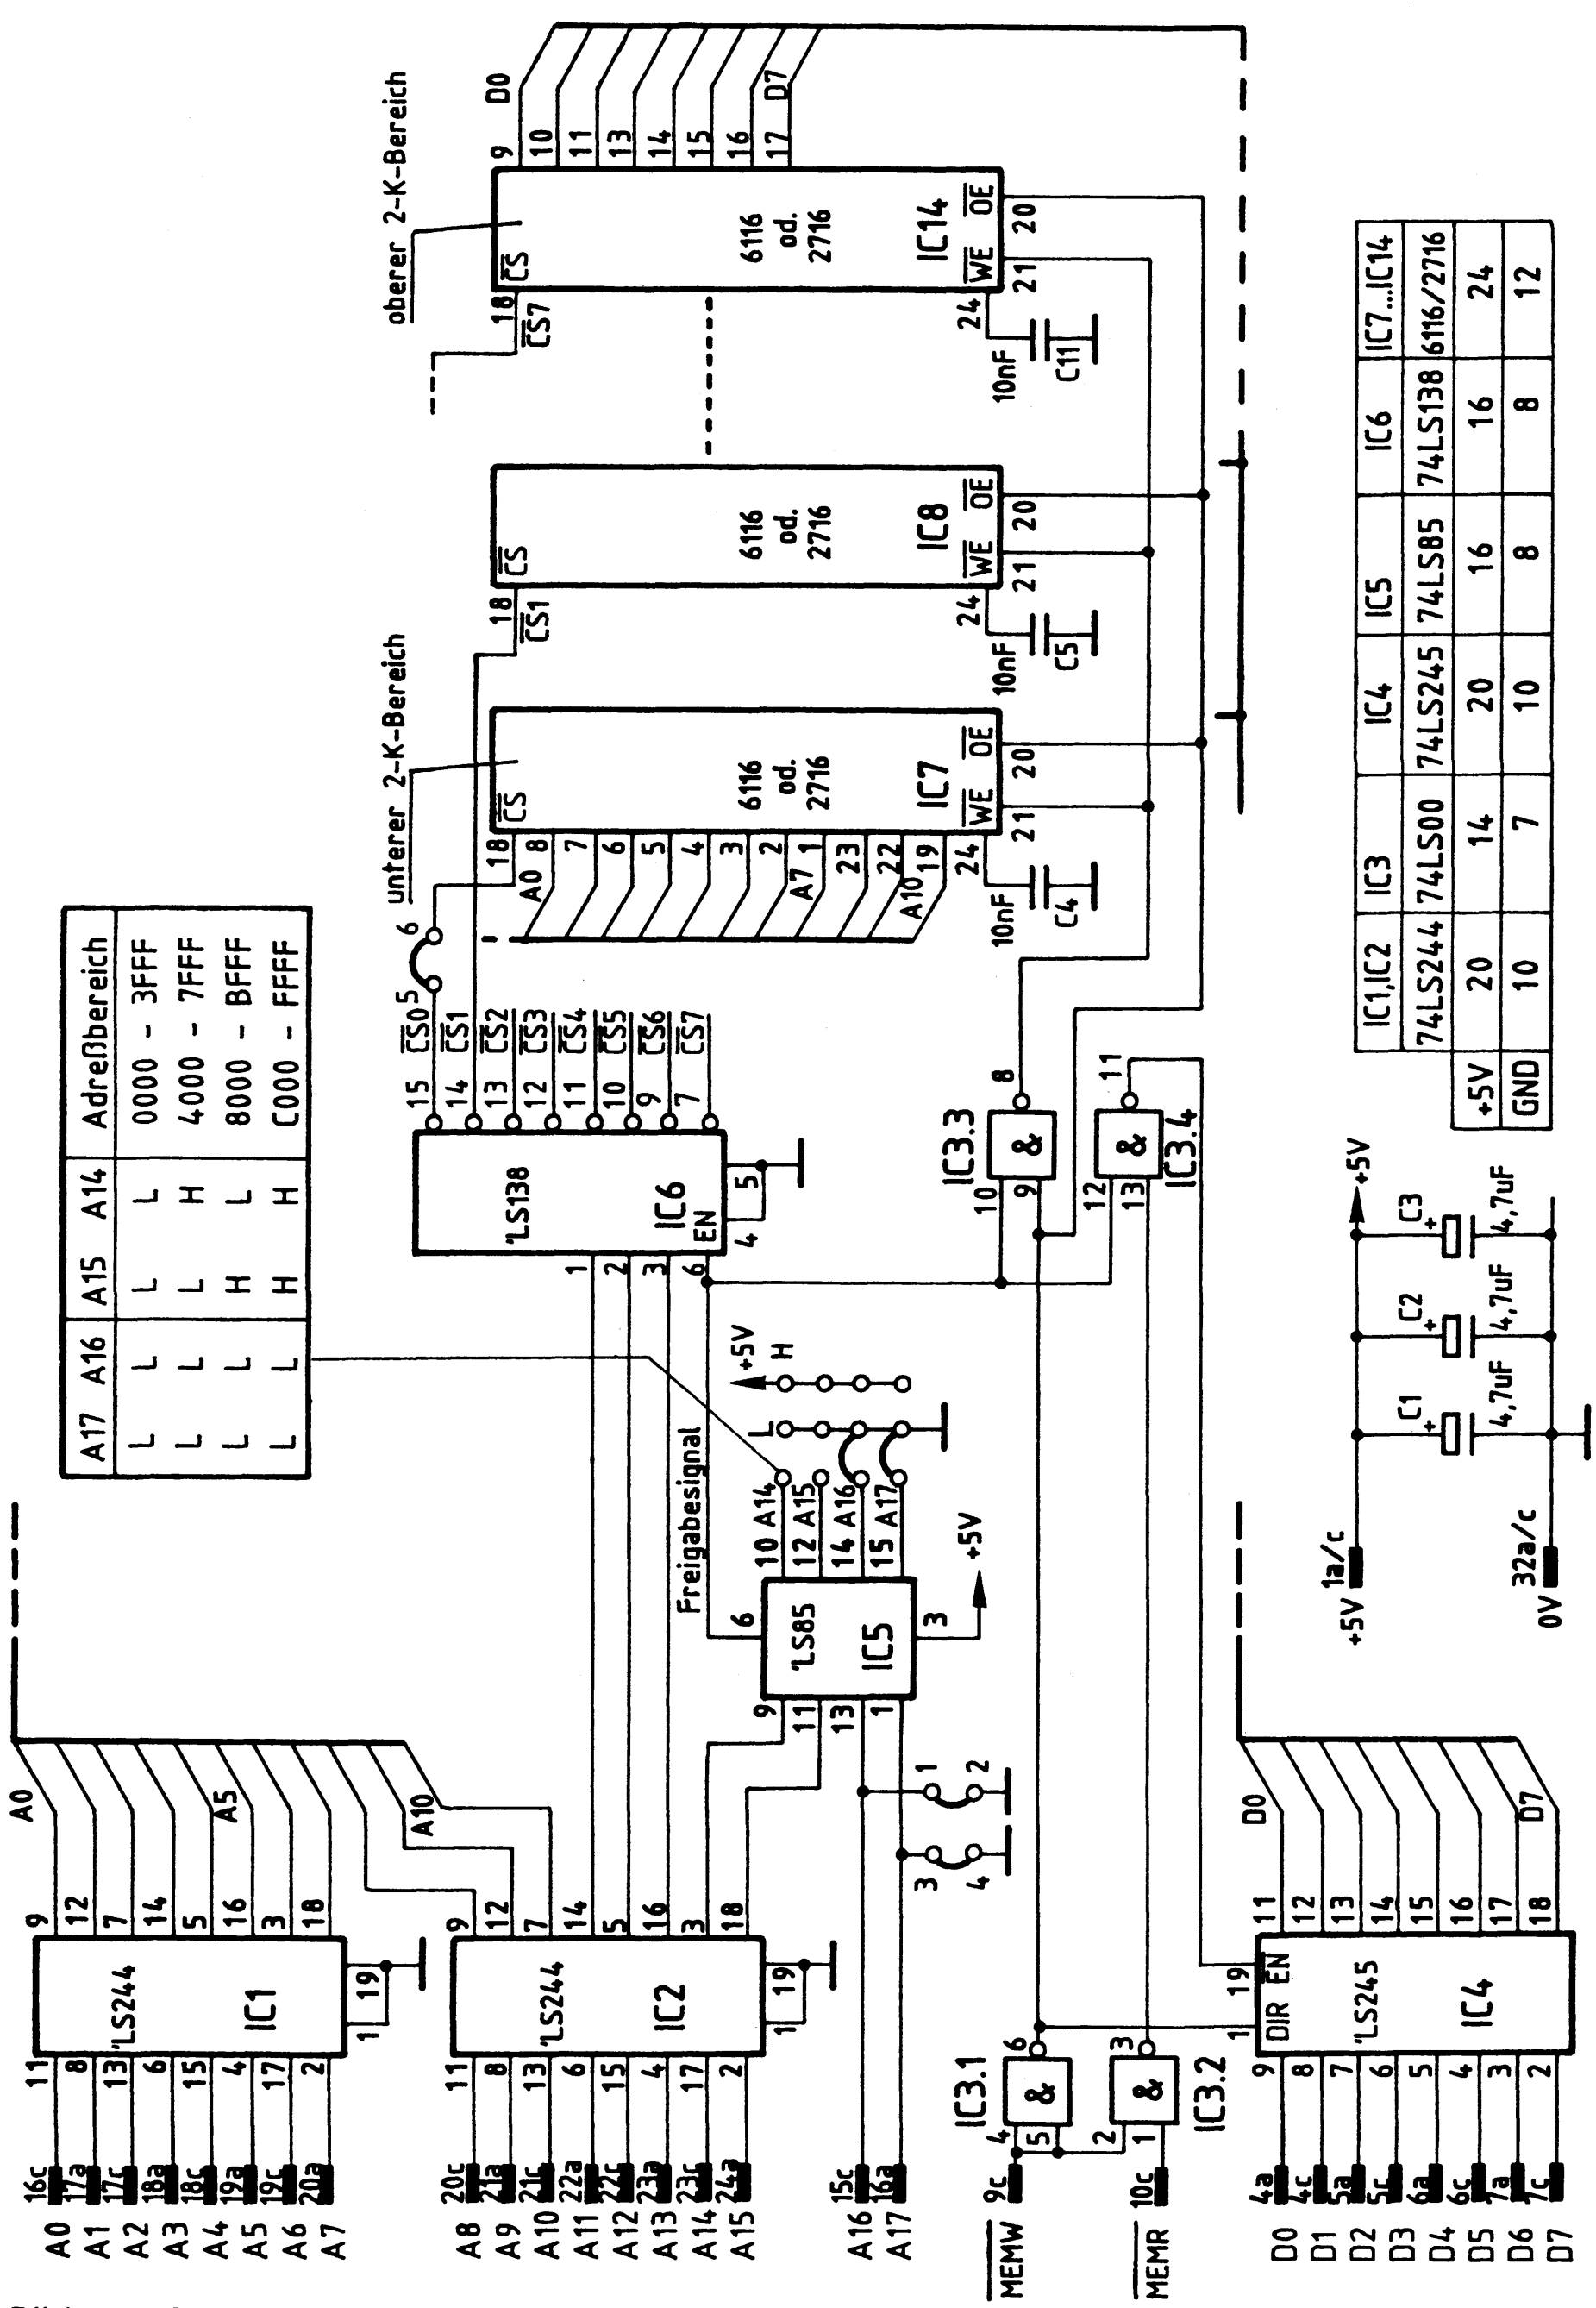

Bild 1: Stromlaufplan 16-K-RAM/EPROM
Die Urlader-Einrichtung ist eine Erweiterung der 16-K-RAM/EPROM-Baugruppe und auf dem Layout der Leiterplatte bereits vorbereitet. Bild 1 zeigt den Stromlaufplan der Baugruppe ohne, Bild 7 mit Urladereinrichtung.
Bild 1 zeigt den Stromlaufplan der Baugruppe. Sie sollten diesen Plan bei allen folgenden Erklärungen mitbenutzen.
Der 1-aus-8-Decoder 74 LS 138 (Bild 1) dient zur Auswahl der Speicherbausteine. Er decodiert die Adreßsignale A11...A13. Sein Enable-Eingang (EN) wird vom Freigabesignal des 4-Bit-Komparators 74 LS 85 aktiviert.
Mit Hilfe der Speicher-Steuereingänge $\overline{CS}$, $\overline{WE}$ und $\overline{OE}$ (Bild 1) werden die Speicher gelesen (EPROM) oder gelesen und beschrieben (RAM) oder gesperrt. Die hierzu an den Steuereingängen erforderlichen Pegel können Sie der Tabelle in Bild 3 entnehmen. Von den fünf dargestellten Signalkombinationen kommen im MFA-MC-System nur die Kombinationen 2, 3 und 5 vor.